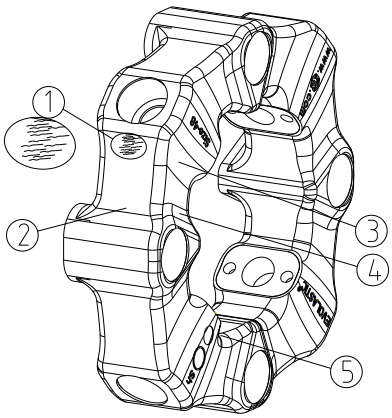

Bild 27: Sichtprüfung
- Das Elastomerteil an den in Bild 27 mit ①, ②, ③, ④ und ⑤ gekennzeichneten Bereichen auf Falten oder Risse prüfen. Eine Faltenbildung ist unproblematisch, kann aber je nach Anwendung langfristig zu Rissen führen.